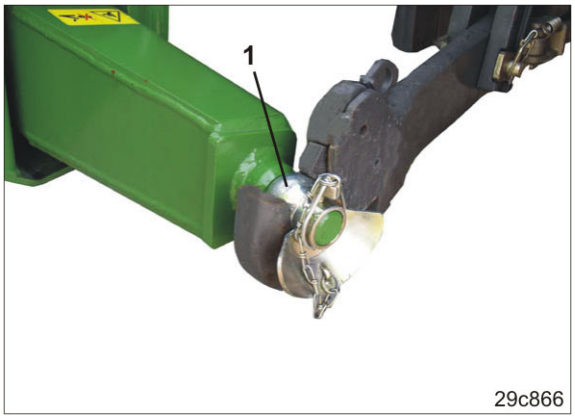

Fig. 123
2. Fastgør et kuglesæde (Fig. 123/1) med opsamlingsbakke over trækstangsbolten (kat. III) til trækstangen, og sørg for at sikre den med et klapstik.